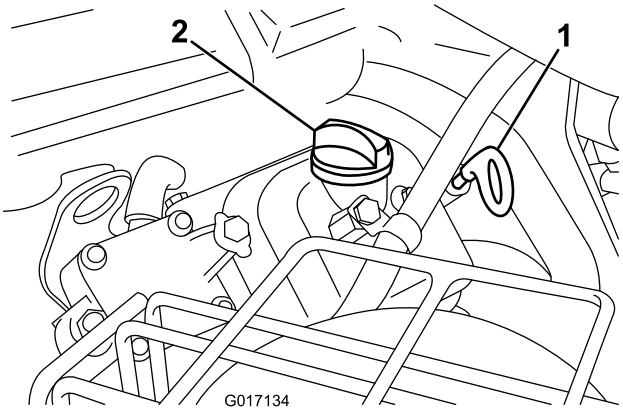

Figur 20
2. Dra ut oljestickan och torka av den med en ren trasa. Sätt ner oljestickan i röret och se till att den sitter fast ordentligt (Figur 20).